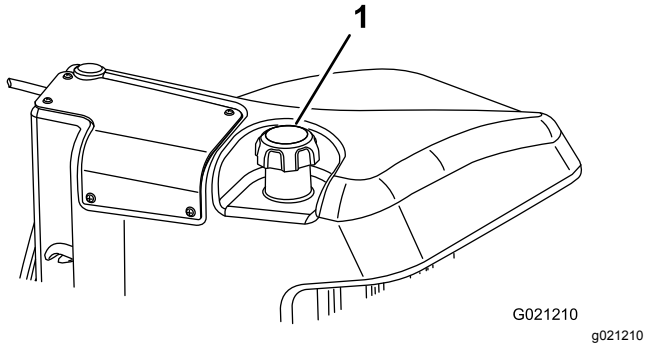

Figuur 27
3. Verwijder de dop van de brandstoftank (Figuur 27).